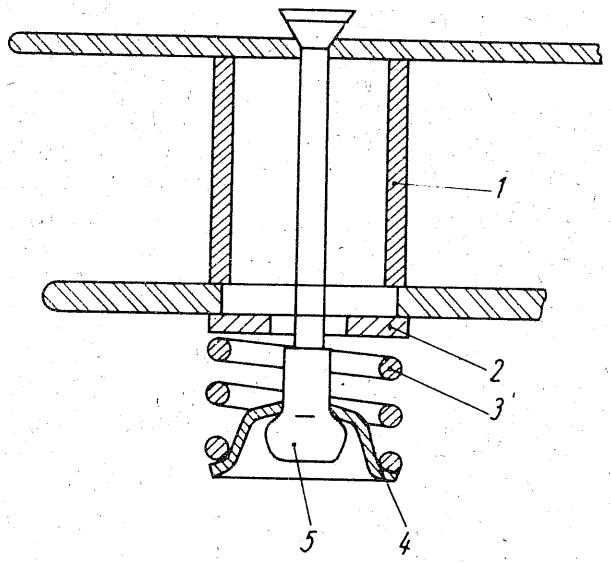

Bild 62
Bremsbacken wechseln: Sollen die Bremsbacken abgenommen werden, muß der Haltestift (5) mit einer Flachspitzzange an seinem flachen Ende festgehalten und dann der Druckteller (4) möglichst mit einem Gabelschlüssel so weit gedrückt und gedreht werden, bis der Haltestift durch das Langloch des Tellers hindurchrutschen kann (Bild 62).